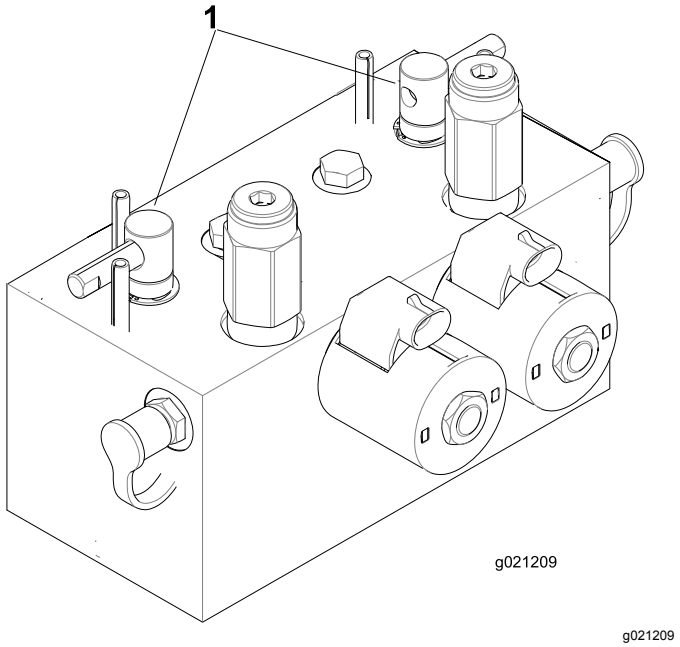

**Figur 76**
2. Lossa och höj upp sätet för att frilägga slipningsspakarna (Figur 76).
5. Välj den främre, bakre eller bägge slipningsspakarna för att bestämma vilka enheter som ska slipas (Figur 76).